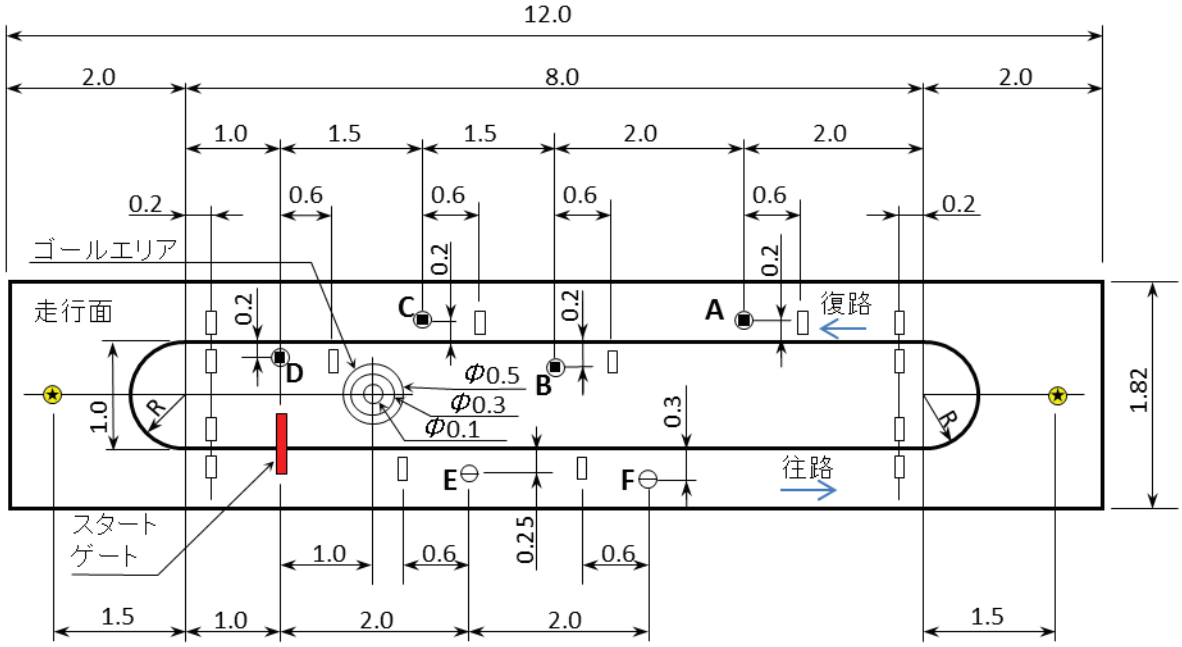

図 1 スタンダードクラスの競技コース（単位はメートル）
1) コースは、クラスにより一部異なる。図 1にスタンダードクラスのコースを示す。表 1 に図中で使用されている標的、マーカーの記号一覧表を示す。
3) コースラインは幅 19 mm の白色のラインで示す。このコースラインは、図 1 のように 2 本の長さ 8 m の直線路が幅 1 m（ ライン中心間の距離 ）で並び、両端部が半径（ ライン中心線の半径 ）0.5 m の円弧で連結された細長い長円形の周回路である。ショートカット等のためコースラインから外れて走行してもよいが、コースシートの外に出てはならない。
5) 垂直標的 ABCD は、図 1 のようにコースラインに沿って合計 4 個が設置される。
6) 平行標的は、図 1 のように往路コースラインに沿って合計 2 個が設置される。
7) 円柱標的は、図 5 に示すように、直径 67 mm、高さ 225 mm の無色透明の PET ボトル（銘柄：伊藤園お一いお茶に類するもの）に紙を巻いたものとする。おもりとして、中に単三乾電池 1 本を入れ、全体の重量は 60 g 以下とする。この円柱標的は図 1 に示すようにカーブの先端付近に合計 2個置かれる。